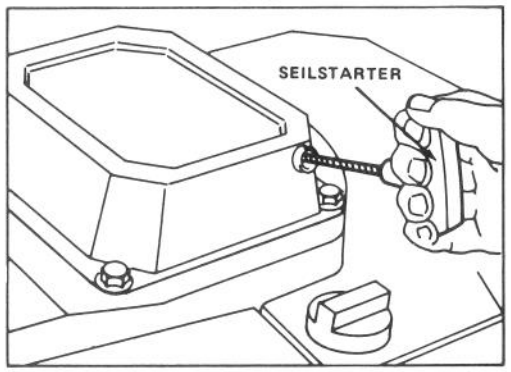

Bild 9
3. SEILSTARTER – Gashebel auf CHOKE stellen. Stützen Sie sich und den Mäher, indem Sie den Fuß auf die obere linke Seite des Mähergehäuses stellen, wie durch das Fußsymbol angegeben. Den Seilstarter (Bild 9) ziehen und Gashebel bei Motoranlauf wunschjemäß einstellen.